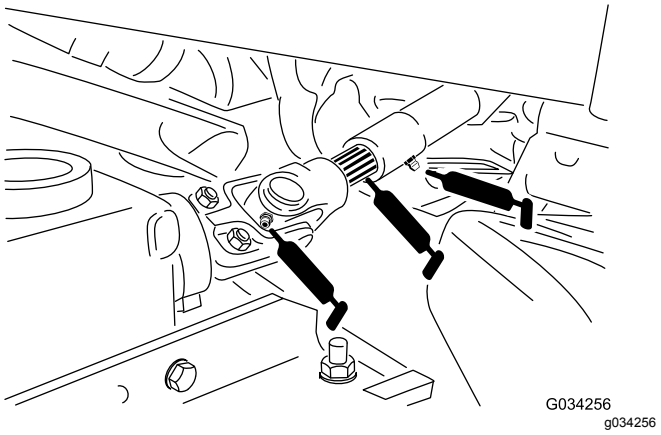

**Figur 34**
- Kraftudtagets kardanaksel (Figur 34)